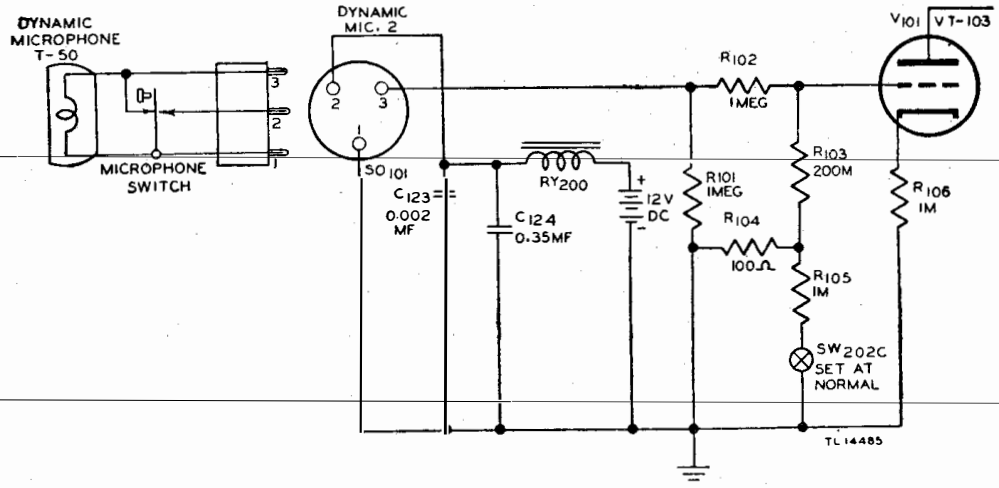

Figure 86. Dynamic microphone circuit—functional diagram.
b. Dynamic Microphone T-50 (fig. 86). The control and socket marked DYNAMIC MIC. 2, located on the upper left-hand side of the front panel of the speech amplifier, are for use with a dynamic Microphone T-50. The cord for the dynamic microphone is equipped with an amphenol connector which fits into sockets SO_{101}. When a dynamic microphone is connected to socket SO_{101}, the a-f signal from the microphone is applied to the amplifier through pins 1 and 3. The microphone switch completes a 12-volt d-c circuit to ground